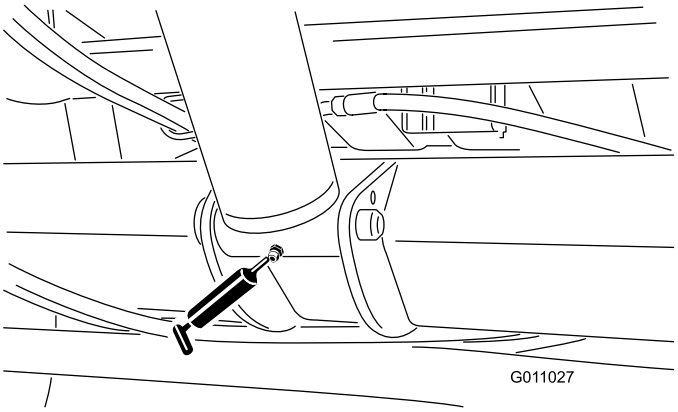

Figur 34
- Løftecylinder (2) (Figur 34).